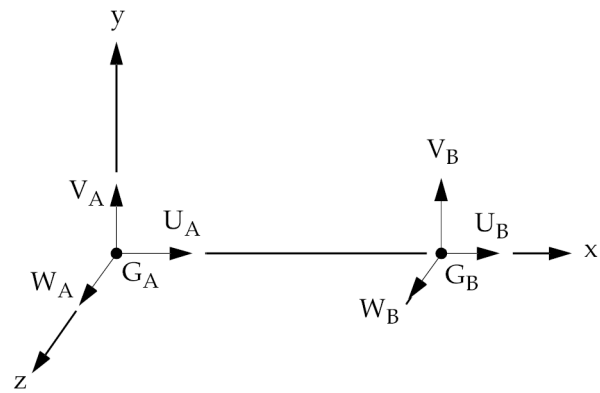
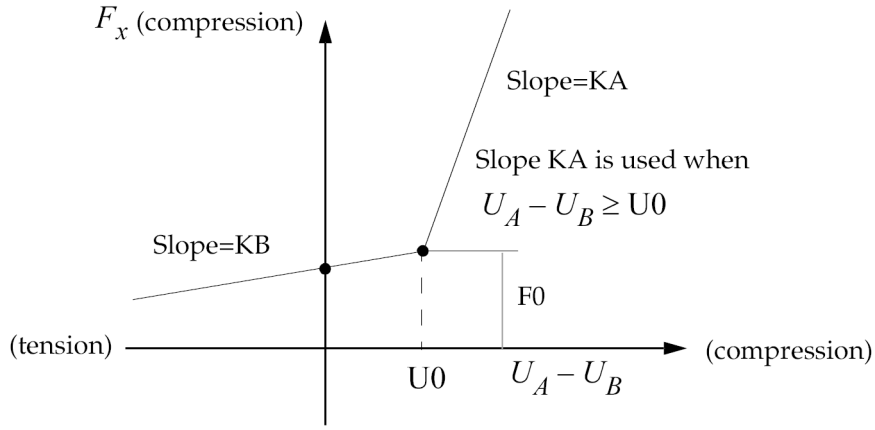
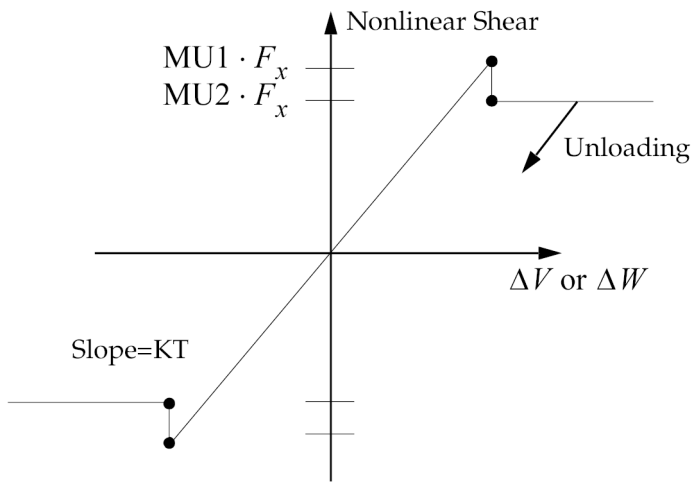

Figure 16-13. The CGAP Element Coordinate System
Figure 16-14. CGAP Element Force-Deflection Curve for Nonlinear Analysis
Figure 16-15. Shear Force for CGAP Element
U0	Initial gap opening. See Figure 16-14. (Real; Default = 0.0)
F0	Preload. See Figure 16-14. (Real ≥ 0.0; Default = 0.0)
KA	Axial stiffness for the closed gap; i.e., $U_a - U_b > U0$. See Figure 16-14. (Real ≥ 0.0)
KB	Axial stiffness for the open gap; i.e., $U_a - U_b < U0$. See Figure 16-14. See Remark 2 . (Real ≥ 0.0; Default = 1.0E-14 · KA)
KT	Transverse stiffness when the gap is closed. See Figure 16-15. It is recommended that KT ≥ (0.1 · KA). (Real ≥ 0.0; Default = MUI · KA)
MU1	Coefficient of static friction (μ_s) for the adaptive gap element or coefficient of friction in the y transverse direction (μ_y) for the nonadaptive gap element. See Remark 3 and Figure 16-15. (Real ≥ 0.0; Default = 0.0)
MU2	Coefficient of kinetic friction (μ_k) for the adaptive gap element or coefficient of friction in the z transverse direction (μ_z) for the nonadaptive gap element. See Remark 3 and Figure 16-15. (Real ≥ 0.0 for the adaptive gap element, MU2 ≤ MU1; Default = MU1)
1. Figure 16-13, Figure 16-14, and Figure 16-15 show the gap element and the force-displacement curves used in the stiffness and force computations for the element.
3. When the gap is open, there is no transverse stiffness. When the gap is closed and there is friction, the gap has the elastic stiffness (KT) in the transverse direction until the friction force is exceeded and slippage starts to occur.